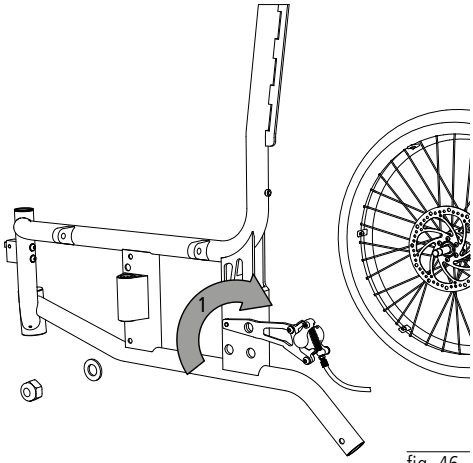

fig. 46
1. Si un frein pour l'accompagnateur est monté en option, desserrer complètement les câbles de frein du frein à disque des deux côtés et retirer le câble de frein (1, fig. 46).